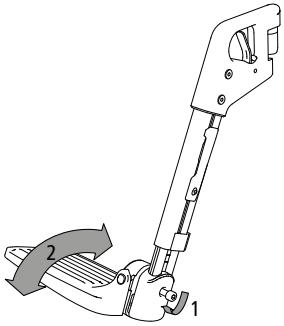

fig. 33
2. Allentare la vite a brugola e tirare leggermente il poggiapiedi verso l'interno fino a che non si sblocca (1, fig. 33).
3. Regolare quindi sull'angolazione desiderata (2, fig. 33) e serrare nuovamente la vite a brugola.